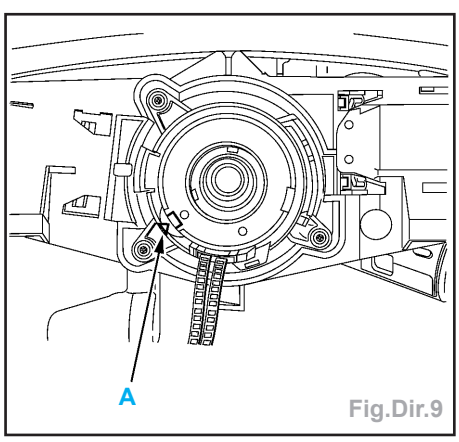

Fig.Dir.9
- Tourner la platine pour que les pointes des triangles de repérage soient face à face ou que les traits de repérage soient en alignement (suivant type de contacteur) (Fig.Dir.9).